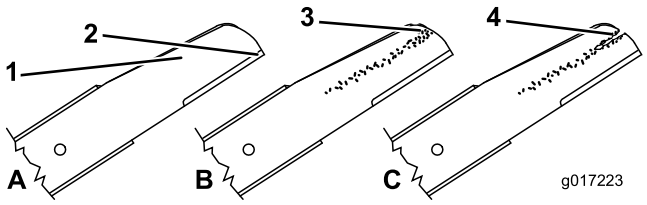
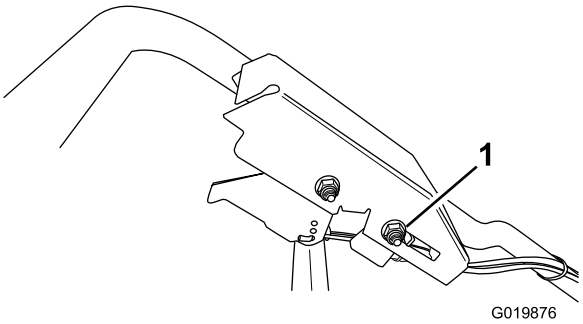

Figura 36
Figura 42
1. Controllate i taglienti (Figura 36). Se i taglienti non sono affilati o presentano intaccature, togliete le lame ed affilatele o sostituitele.
2. Controllate le lame stesse, in particolare l'area curva (Figura 42). In caso di danni, usura o scanalature nell'area (Figura 36), sostituite immediatamente con nuove lame.
2. Allentate il dado del supporto cavo (Figura 42).